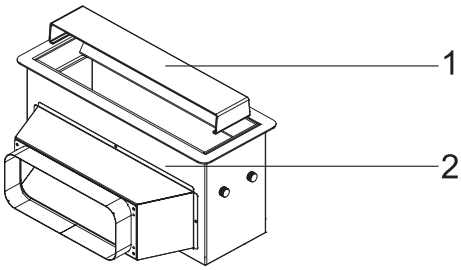

Abb. 22: Abnehmen der Randabsaugungsplatte
1. Entfernen Sie die Randabsaugungsplatte auf dem Lufteinlasskanal der Haubenbox (Abb. 22).